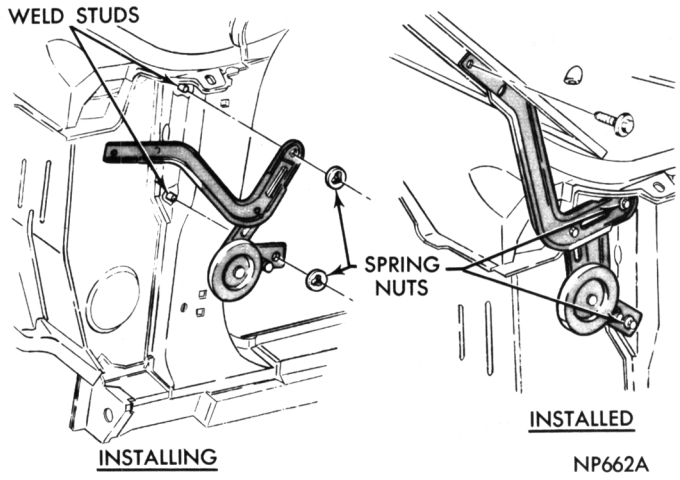

Fig. 2—Hood Adjustment
(1) Place a protective covering over cowl and fender area.
(2) Mark outline of hinges on hood to aid in installation.
(3) With an assistant, remove hinge-to-hood bolts (Fig. 2) and remove hood assembly. **Use extreme care not to permit hood to slide rearward and damage painted surfaces of the cowl and fender areas.**
(4) Adjust alignment (Figs. 2 and 3) as necessary and tighten hood to hinge bolts 180 inch-pounds.
(5) Remove protective covering from cowl and fender area.
(1) Disengage torsion bar roller from hood hinge.
(2) Scribe hinge location on hood and remove hinge to hood screws.
(3) Support hood at hinge area.
(4) Remove hinge stud spring nuts from studs (Fig. 2) and remove hinge.
(5) Lubricate hinge stud areas with lubriplate and position hinge on studs.
(6) Using a socket with putty placed on end, position a new spring nut on putty and position on stud.